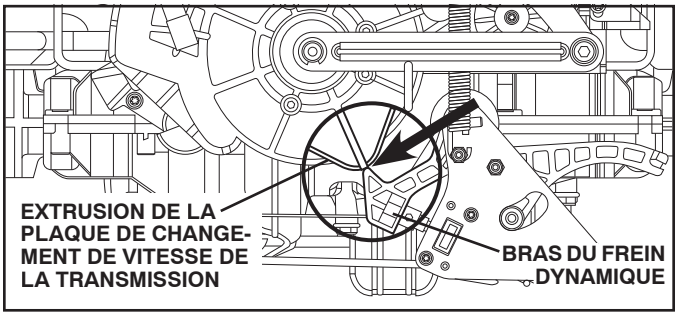

Fig. 37
- Déplacez la plaque de changement de vitesse sur la partie avant de la transmission pour que la ligne de centre de la zone extrudée soit alignée sur le bras de frein dynamique. (Voir La Fig. 37.)